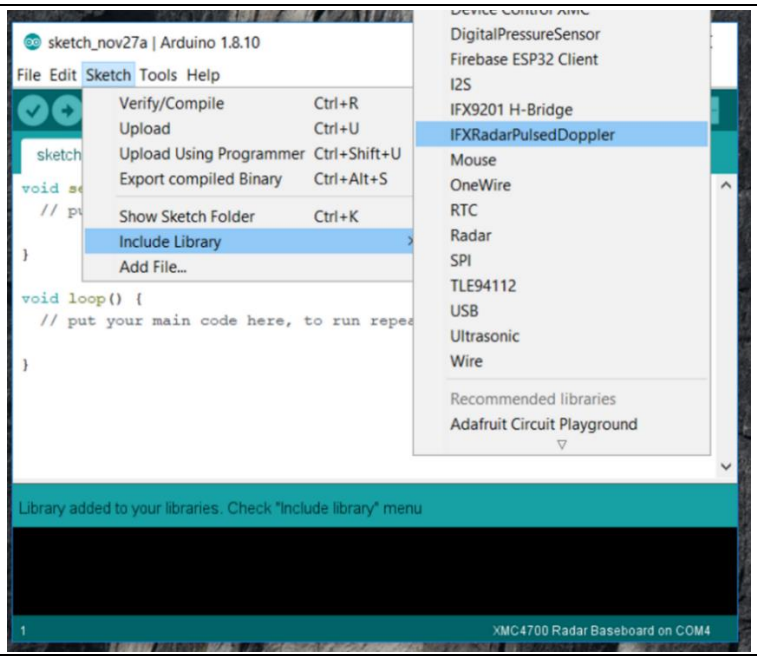

Figure 11 Including and using the Library in Arduino sketch
1. To use the Pulsed Doppler Radar Library in Arduino sketch, it must first be added via *Sketch* > *Include Library* > *IFXRadarPulsedDoppler* (Figure 11).